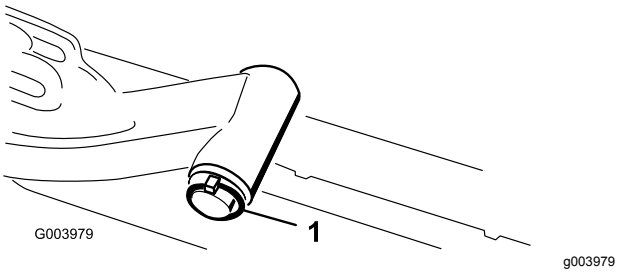

Figur 12
A. Fjern den ringstift og spændeskive, der fastgør løftearmens drejeaksel til løftearmen, og skub løftearmens drejegaffel ud af løftearmen (Figur 12).
C. Sæt løftearmens aksel ind i løftearmen, og fastgør den med spændeskiven og ringstiften (Figur 12).